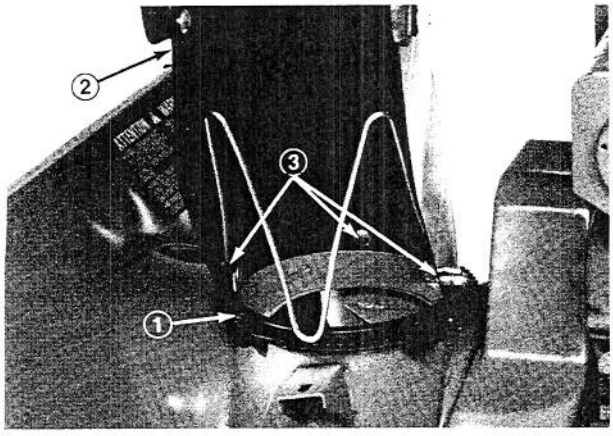

Figure 2
1. Rotate retaining ring so teeth and mounting tabs are in correct position (Fig. 2).
2. Set discharge chute on retaining ring (Fig. 2). Secure back of chute to center tab with carriage bolt, flat washer and lock nut (Fig. 2); but do not tighten lock nut.
3. Secure chute to the other tabs with two carriage bolts, flat washers and lock nuts (Fig. 2).